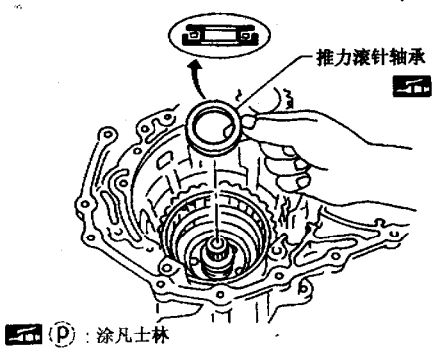

图 9－14－42
(5) 如图 9－14－43 所示，把推力滚针轴承装到后齿圈。